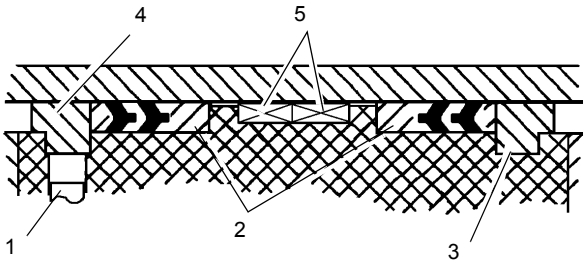

FIGURA 2-44
10. Instale los anillos de bloqueo de guía, los sellos de hidrobloqueo y los anillos de desgaste en la parte exterior del émbolo. Consulte la figura titulada (Figura 2-44).